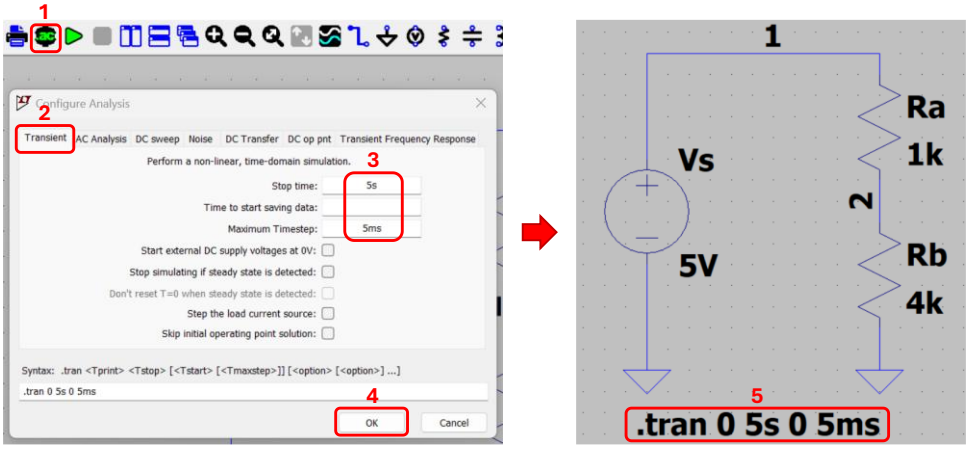

Figura 15. Configuración del análisis transient
Un segundo tipo de análisis muy común es el denominado análisis transitorio o *transient*, el cual consiste en calcular los voltajes en los nodos y las corrientes en los componentes para el circuito dado a lo largo del tiempo. Para configurar este tipo de análisis, de un click en el botón **'Configure Analysis (A)'** o presione la tecla **'A'**. A continuación, en la ventana que aparece, seleccione la pestaña **'Transient'**, configure los parámetros en la pestaña y luego de un click en **'ok'**. Dentro de los parámetros disponibles en la pestaña, hay dos que se deben establecer: **Stop time** (tiempo de parada) y **Maximum Timestep** (tiempo máximo de paso). El **Stop time** indica hasta qué tiempo se realizará el análisis transitorio. Suponga que tiene una señal de entrada sinusoidal de frecuencia 1Hz (periodo de un segundo). Para poder visualizar como mínimo cinco periodos de dicha señal, se deberá configurar un **Stop time** de cinco segundos (5s). Por otro lado, el parámetro **Maximum Timestep** indicará a LTspice el tiempo en el que se deberá calcular el siguiente punto de análisis. Para el ejemplo anterior, si se quiere graficar cinco periodos de la señal de 1Hz, empleando un total de 1000 puntos de análisis para todo el gráfico, se deberá indicar un **Maximum Timestep** de 5ms (0.005 segundos), que corresponde a realizar la operación $\frac{\boldsymbol{Stoptime}}{\mathbf{1000}}$. Otros parámetros serán estudiados posteriormente. Al dar click sobre el botón **'ok'**, el puntero del mouse se convertirá en una etiqueta llamada **'.tran…'**, la cual deberá ubicarse sobre cualquier parte del esquemático. Para fijarla de un nuevo click. Los pasos se indican en la Figura 15.